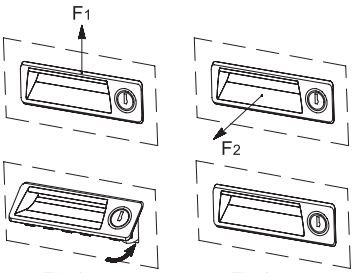

Fig.1 Fig.2
3. Fit the upper part of the handle into the housing (Fig. 1).